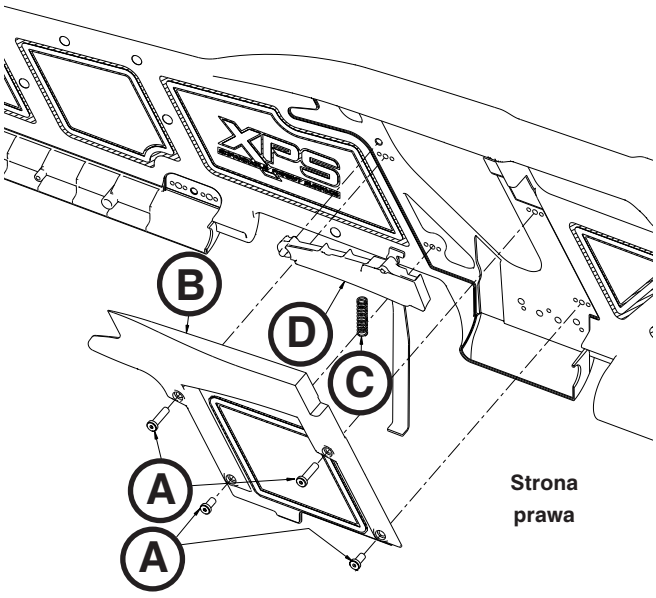

rys. 84
3. Za pomocą klucza imbusowego 3/32 cala wykręcić cztery śruby (A) mocujące osłonę zespołu uchwytu zwalniania (B) do wytłaczanego zespołu poręczy w celu wyjęcia zespołu uchwytu zwalniania (rys. 84).
4. Za pomocą małego śrubokręta płaskiego podważyć sprężynę powrotną uchwytu zwalniania (C) w celu wyjęcia sprężyny (rys. 84).
5. Chwycić zespół uchwytu zwalniania (D) i podnieść go, trzymając po stronie sprężyny, a następnie wyjąć go z osłony (rys. 84).